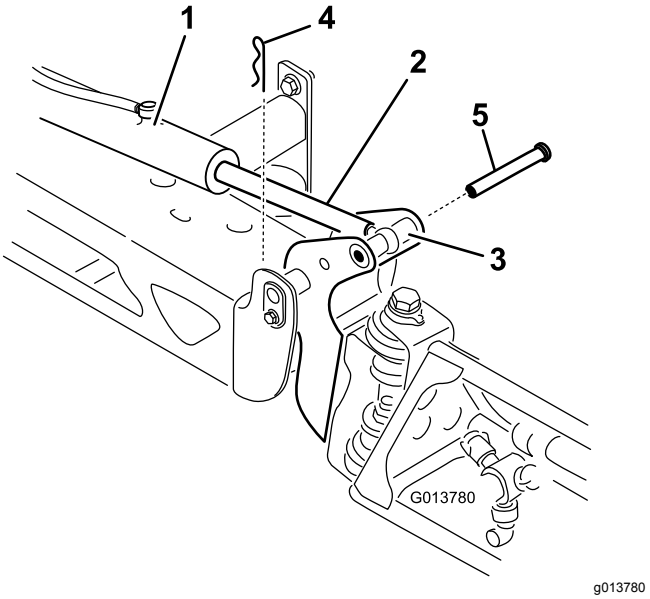

Figur 109
2. Ta bort saxpinnen från svängtappen (Figur 109).
3. Höj sprutrampen, ta bort tappen (Figur 109) och sänk därefter långsamt sprutrampen till marken.
9. Håll i sprutrampen och för in tappen genom både svängleden och manövreringsstången på sprutrampen (Figur 109).